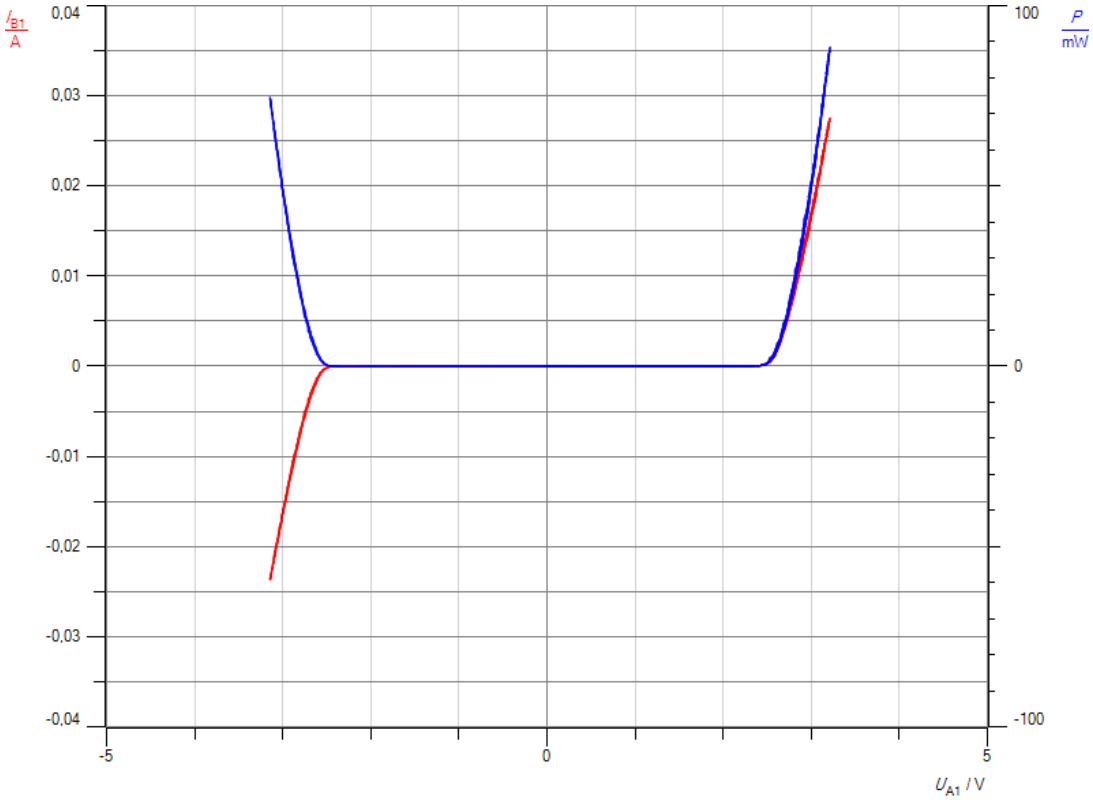

Abb. 6: I(U) und P(U)-Kennlinie einer dualen LED
b. Abb.6 zeigt die gewünschten Diagramme.